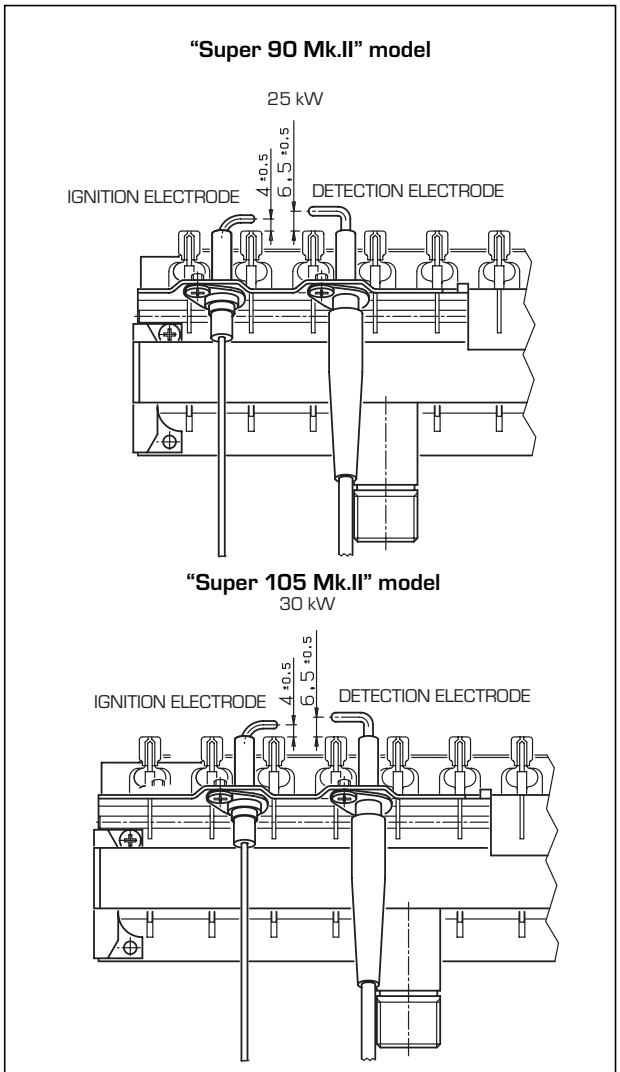

Fig. 27
- Re-assemble in reverse order. Check the electrode gaps (fig. 27) and test for gas soundness.